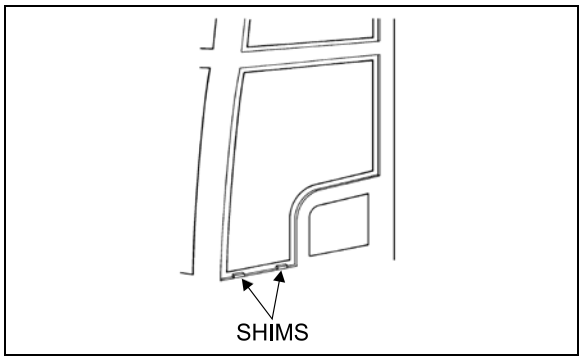

**FIGURE 44: ADHESIVE-MOUNTED WINDOW** 18079
*Use small shims to raise the glass in proper position. Shims can be cut from the tremshield tape (*Figure 44*).*
1. Align the leading edge of the slot on the lower cam follower block with the sash stop. Use the power toggle switch to obtain the correct alignment. (Figure 44)